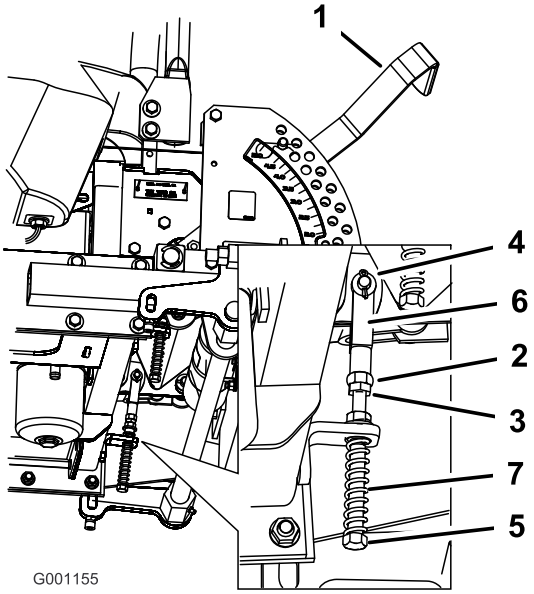

**Figur 74**
8. Hvis det er nødvendig med justering må du løsne på mutteren og låsemutteren mot krysshodet (Figur 74).
9. Trekk bevegelseskontrollspakene lett bakover, vri hodet på justeringsbolten i korrekt retning inntil kontrollspaken er sentrert i den NØYTRALE LÅSESTILLINGEN (Figur 74).
10. Stram mutteren og låsemutteren (Figur 74).